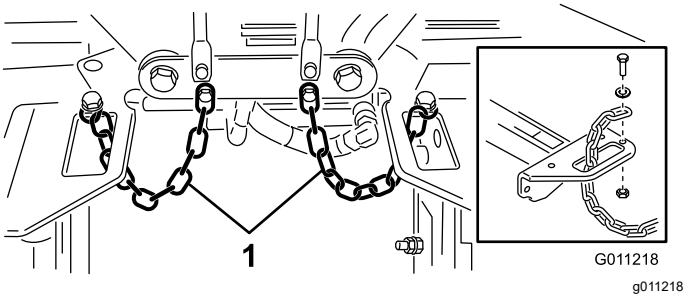

**Figur 22**
4. Før en tippekjetting opp gjennom sporet på enden av hver bæreramme. Fest tippekjeden til toppen av bærerammen med en bolt, en skive og en låsemutter (Figur 22).